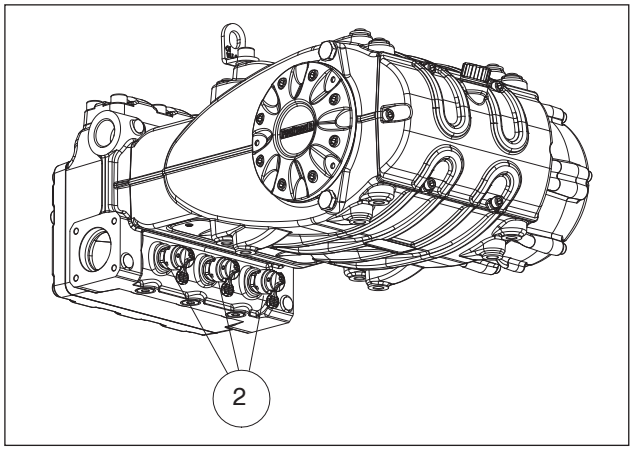

Fig. 9
**En caso de almacenamiento prolongado o inactividad durante un largo periodo, controlar el buen funcionamiento de las válvulas de aspiración abriendo los tres dispositivos alza válvulas (ver pos. ② Fig. 9). Comprobar que las válvulas estén cerradas antes de poner en marcha la bomba.**